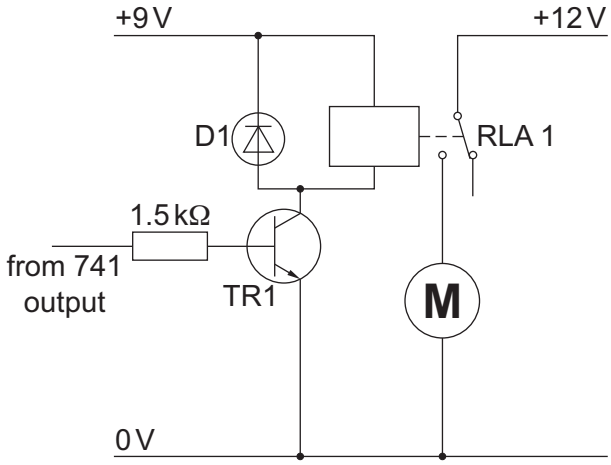

**Fig. 12.5**
**(c)** Fig. 12.5 shows the output circuit used to operate the conveyor motor.